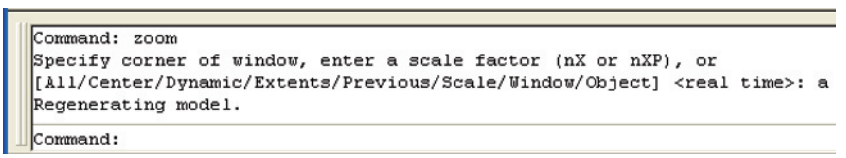

Fig. 1.24 **Zooming** to **All**
4. In the command window *enter* **zoom** and *right-click*. Then in response to the line of prompts which appears *enter* **a** (for All) and *right-click* (Fig. 1.24).